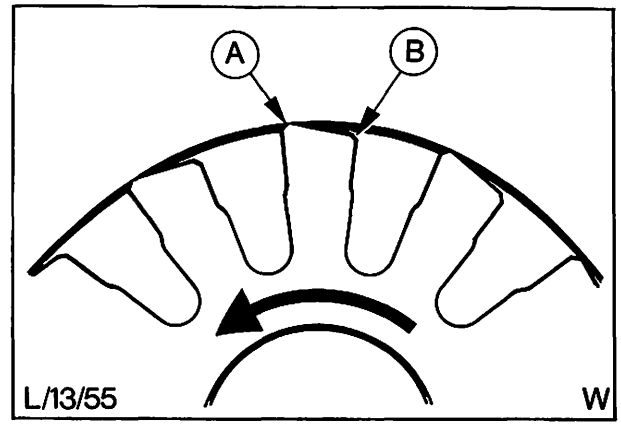

Abb. 71 Form des Walzenträgers
17. Antriebswelle und Walzenträger einsetzen, rechteckige Aussparung nach vorne. Die Vorderkante des Trägers ist länger als die Hinterkante, Abb. 71.